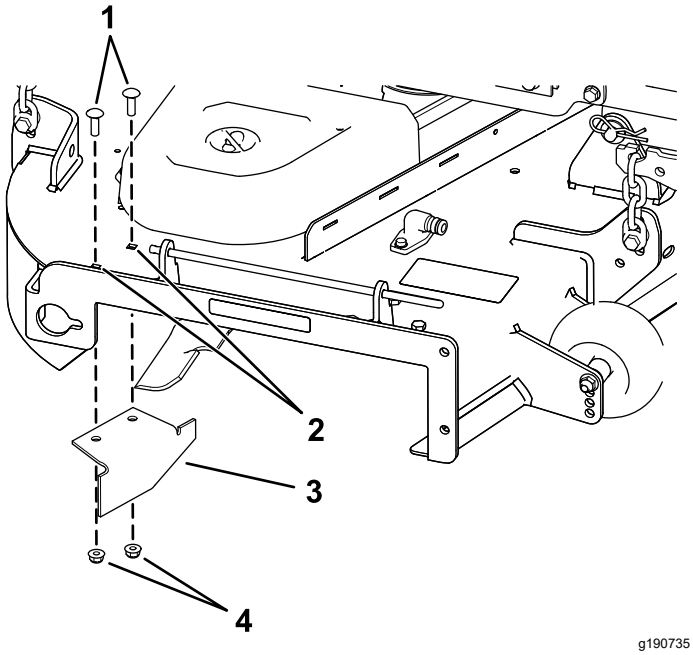

Figur 20
14. Hitta kantskärmen i påsen med lösa delar, ta bort fästelementen från avlastningsplattans bakre hål och montera skärmen vid klippdäckets sidoutkastaröppning (Figur 20).